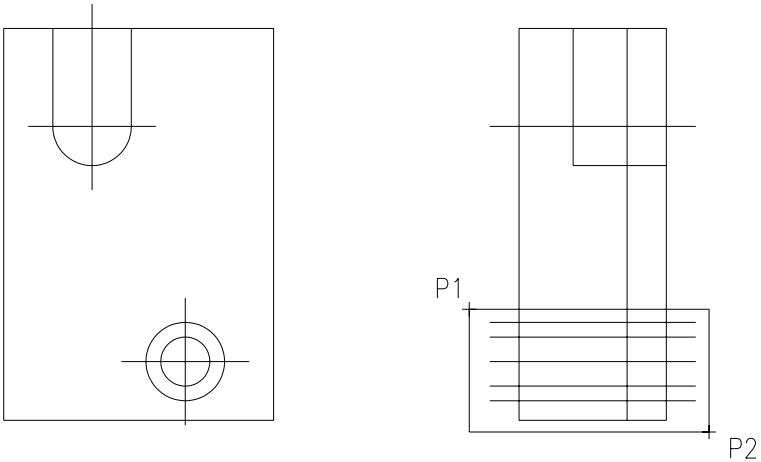
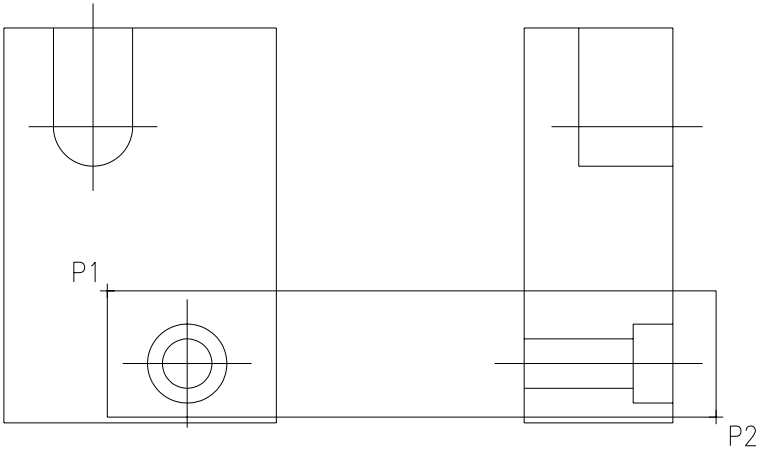
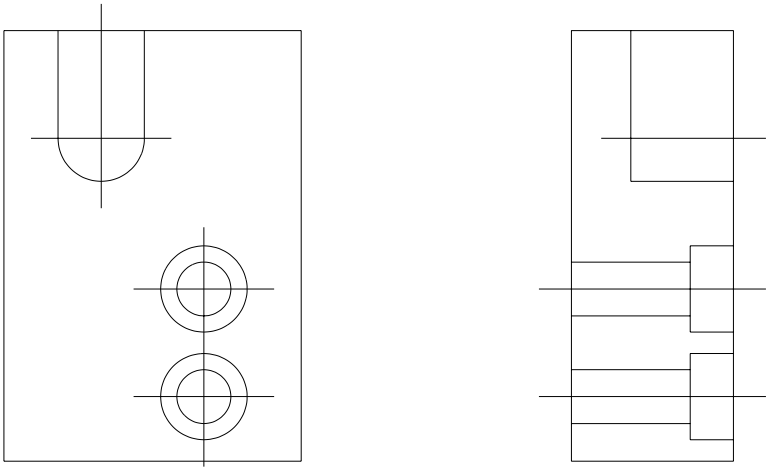

Fig. 6.12
Fig. 6.13
Fig. 6.14
5. Trasarea conturului primului locaş, folosind comenzile **OFFSET** şi **TRIM**. Pentru aceasta, este mai întâi indicat mărirea zonei de lucru respective, folosind comanda **ZOOM** şi opţiunea ”Window” (fig. 6.12 şi fig. 6.13).
6. Obținerea prin copiere (vedere şi secțiune) a celui de-al doilea locaş folosind comanda **COPY** (fig. 6.13 şi fig. 6.14), astfel: